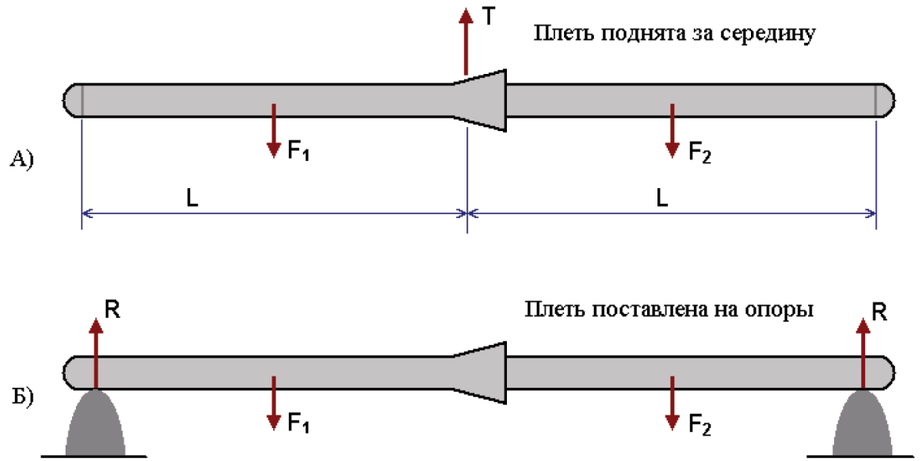

Рис. 6. Циклические испытания на внутреннее давление и изгиб
4) Создание давления 6,0 МПа, подъем плети за середину, как показано на рис. 6, положение А) и укладка на две опоры, как показано на рис. 6, положение Б).